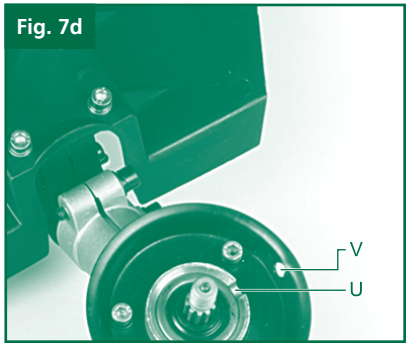

Fig. 7d
Fig 7d, shows the semi-circular cut-out (U), in the rim of the gearbox end with the splined shaft, and also the the round hole (V) in the dished metal guard plate. The alignment of these is fixed.